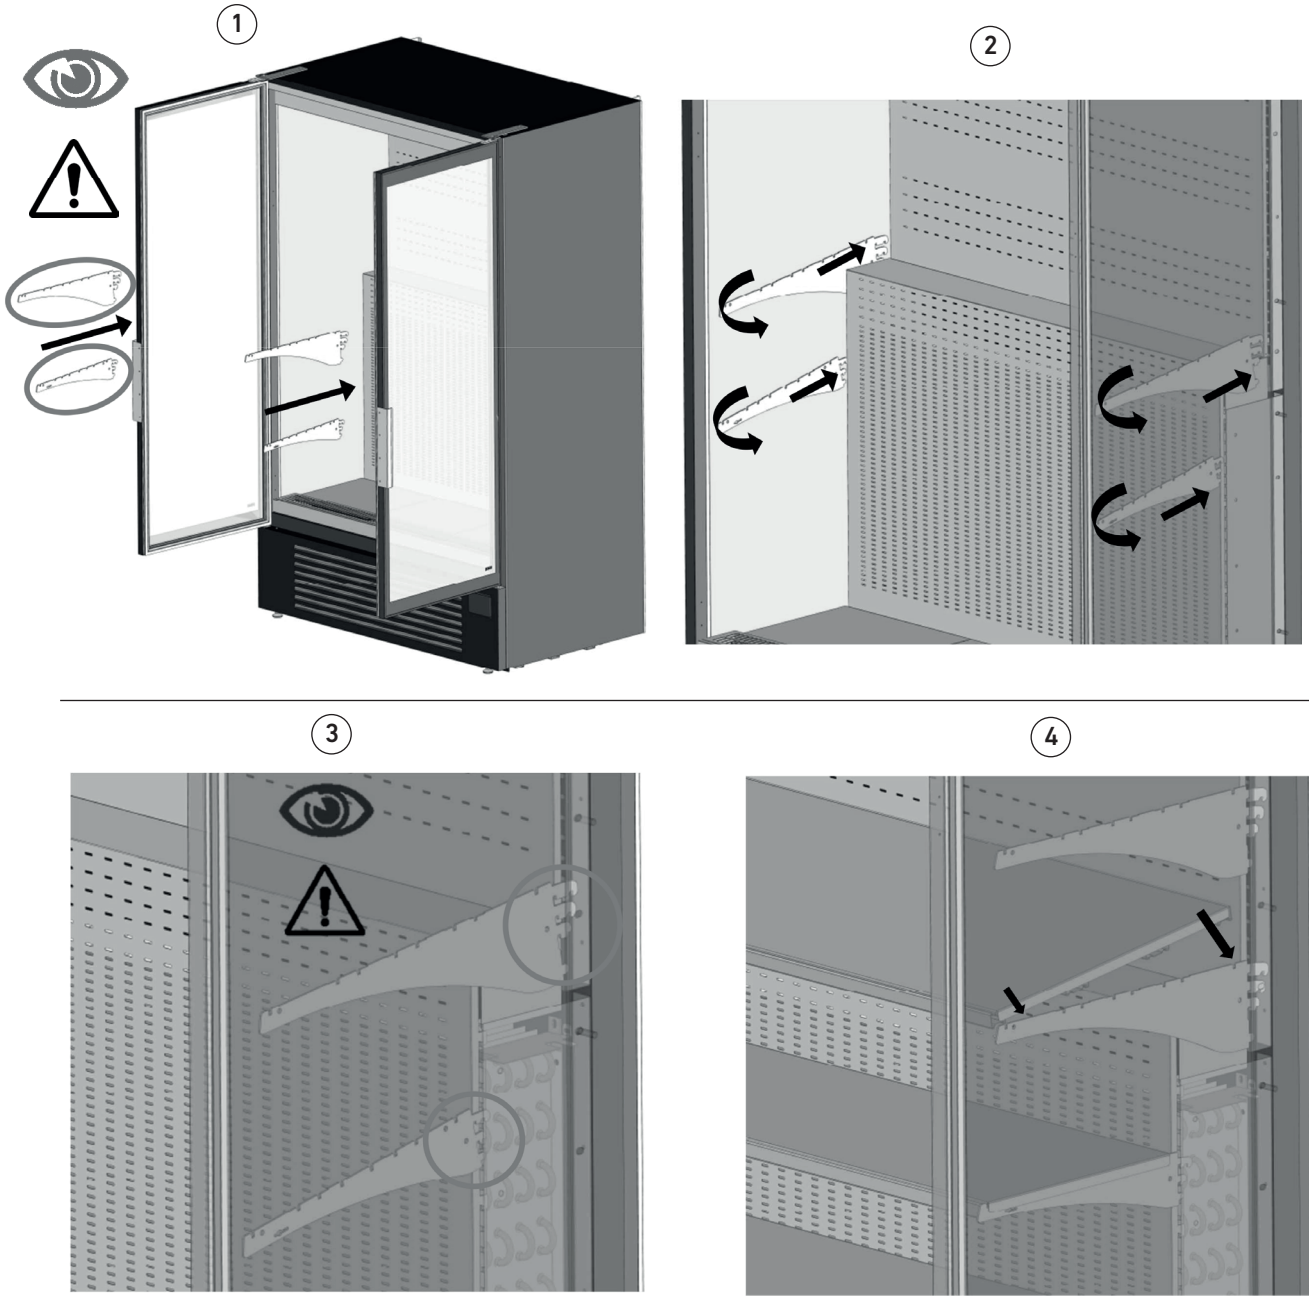

fig. 15
- Pour insérer correctement les supports d'étagère, faire attention aux deux types de supports (grands dans la partie supérieure de la marche interne et petits dans la partie inférieure (fig. 15 détail 1) ;
- Placer les supports d'étagères avec le côté denté tourné vers l'arrière de la chambre frigorifique et tourner légèrement le support vers le bas pour faciliter l'insertion des « dents « dans les logements appropriés (fig. 15 détail 2) ;
- Respecter les hauteurs indiquées par les limites de charge des étagères (fig. 15 détail 3) ;
- Une fois que tous les supports d'étagères sont en place, placer les étagères sur ces supports comme indiqué sur la fig. 15 détail 4.